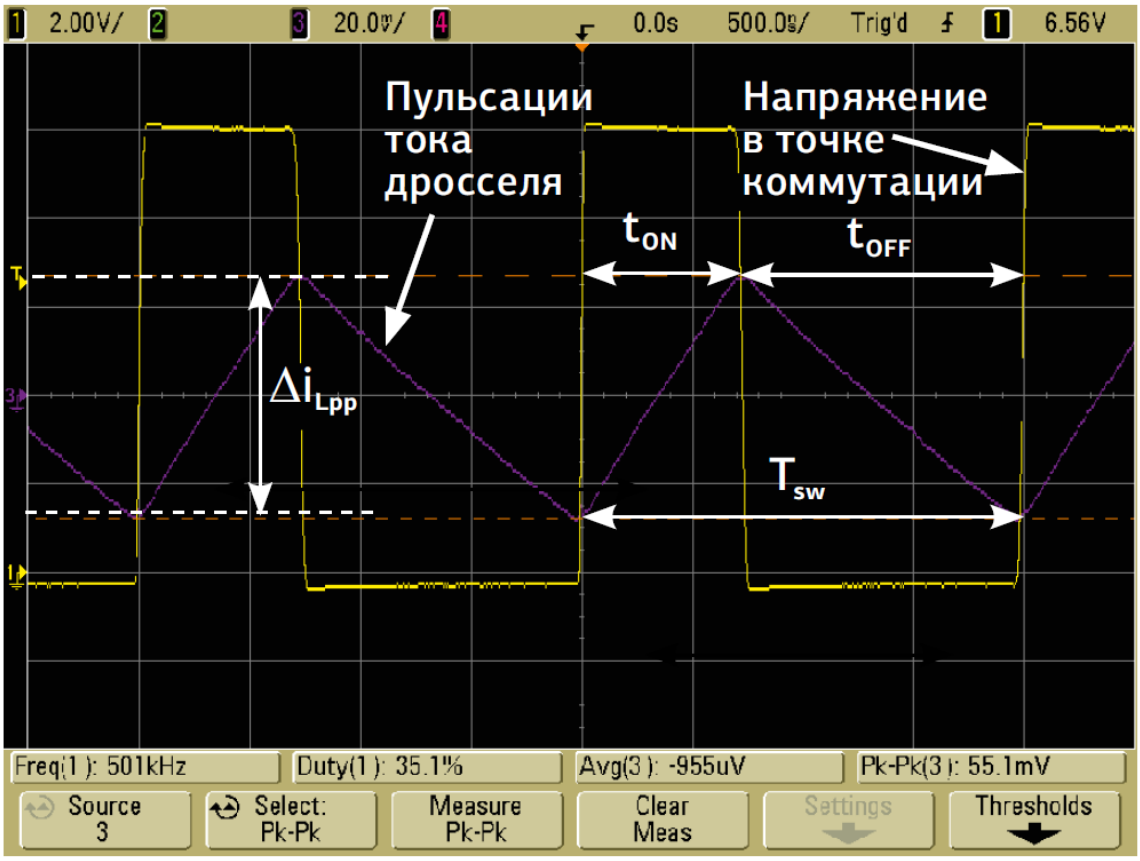

Рисунок 2 –Осциллограммы при использовании дросселя L1 и при токе нагрузки 0.2 А
[Примечание. Как правило, осциллографы автоматически измеряют частоту и коэффициент заполнения прямоугольных сигналов, подобных сигналу напряжения в точке коммутации Vsw. Если в вашем осциллографе такие функции отсутствуют, то воспользуйтесь режимом курсорных измерений: поместите вертикальные курсоры на нарастающий и спадающий фронты сигнала Vsw, измерьте период коммутации Tsw и длительность импульса ton, как показано на Рис. 2, а затем вычислите значение коэффициента заполнения D = ton/Tsw; период коммутации Tsw и длительность импульса ton также можно измерить по сигналу тока пульсаций, поместив курсоры в точки минимального и максимального пикового значений треугольного сигнала.]
17. Выключите Электронную нагрузку, Источник питания, Мультиметр и Осциллограф. На Рис. 2 и 3 показаны ожидаемые осциллограммы сигналов напряжения в точке коммутации и пульсаций тока для дросселя L1 при токе нагрузки 0.2 А и 1.2 А соответственно. На Рис. 2 дополнительно отмечено прямое падение напряжения VD1 на диоде D1 во время паузы tOFF.